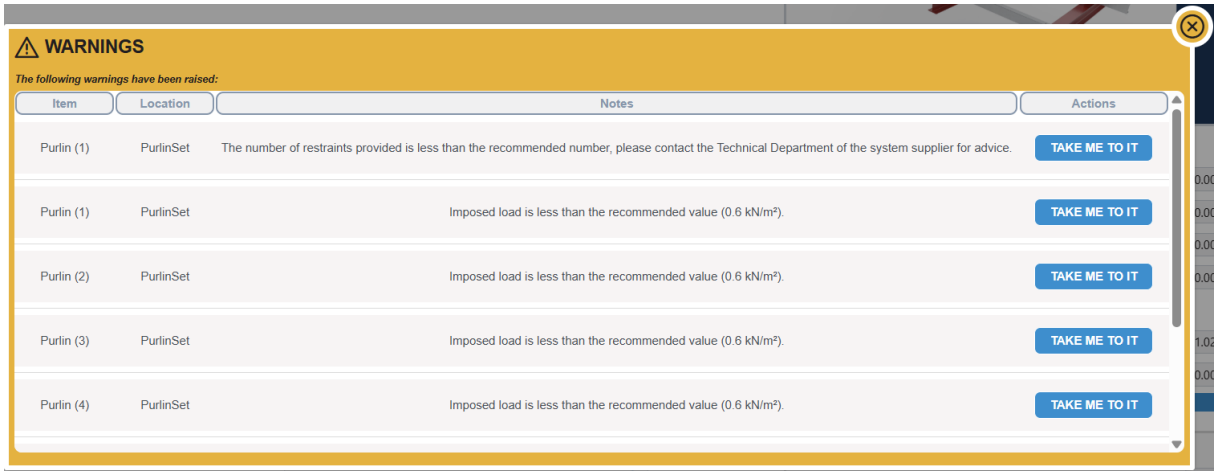

Figure 10.6: List of Warning messages
- **Click VIEW ALL WARNINGS**: Clicking on the VIEW ALL WARNINGS button will open a new pop-up listing all the Warning messages as shown in Figure 10.6. There, clicking on the TAKE ME TO IT button will direct users to the relevant Design set to allow them to update relevant inputs accordingly.